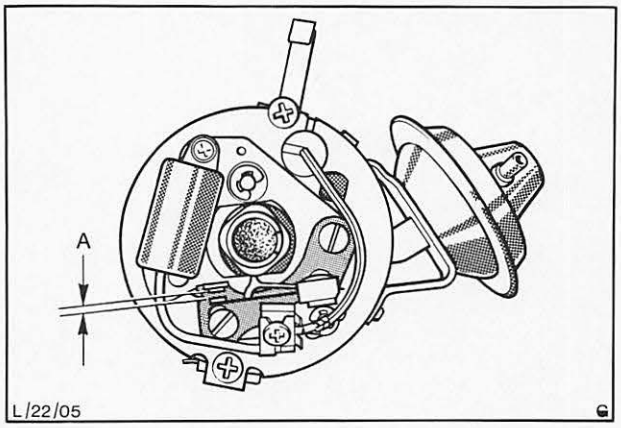

Abb. 65 Gleitstück auf Nockenspitze (Motorcraft-Verteiler)
8. Kurbelwelle von Hand drehen, bis der Unterbrecherhebel voll abhebt (Gleitstück auf Nockenspitze). Kontaktabstand gemäß „Technische Daten" einstellen und Halteschrauben festziehen, Abb. 65.